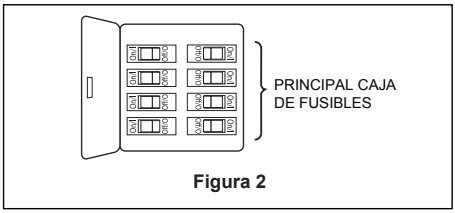

**Figura 2**
**Para evitar una posible descarga eléctrica, asegúrese de cortar la alimentación eléctrica de la caja de fusibles principal antes de alambrado el ventilador. (Figura 2)**